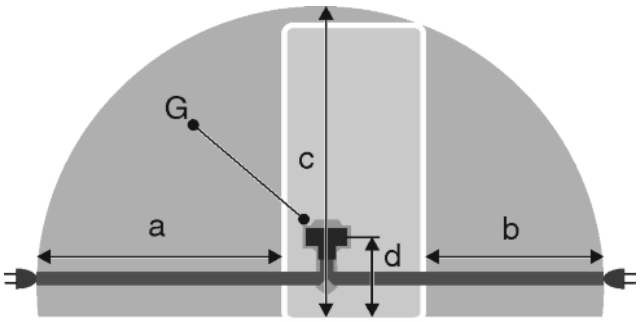

Fig. 51
- The socket is outside the back of the appliance area in the specified area *Fig. 51 (a, b, c)*.
▶ Insert the appliance plug *Fig. 51 (G)* into the back of the appliance. Ensure that it clicks into place.